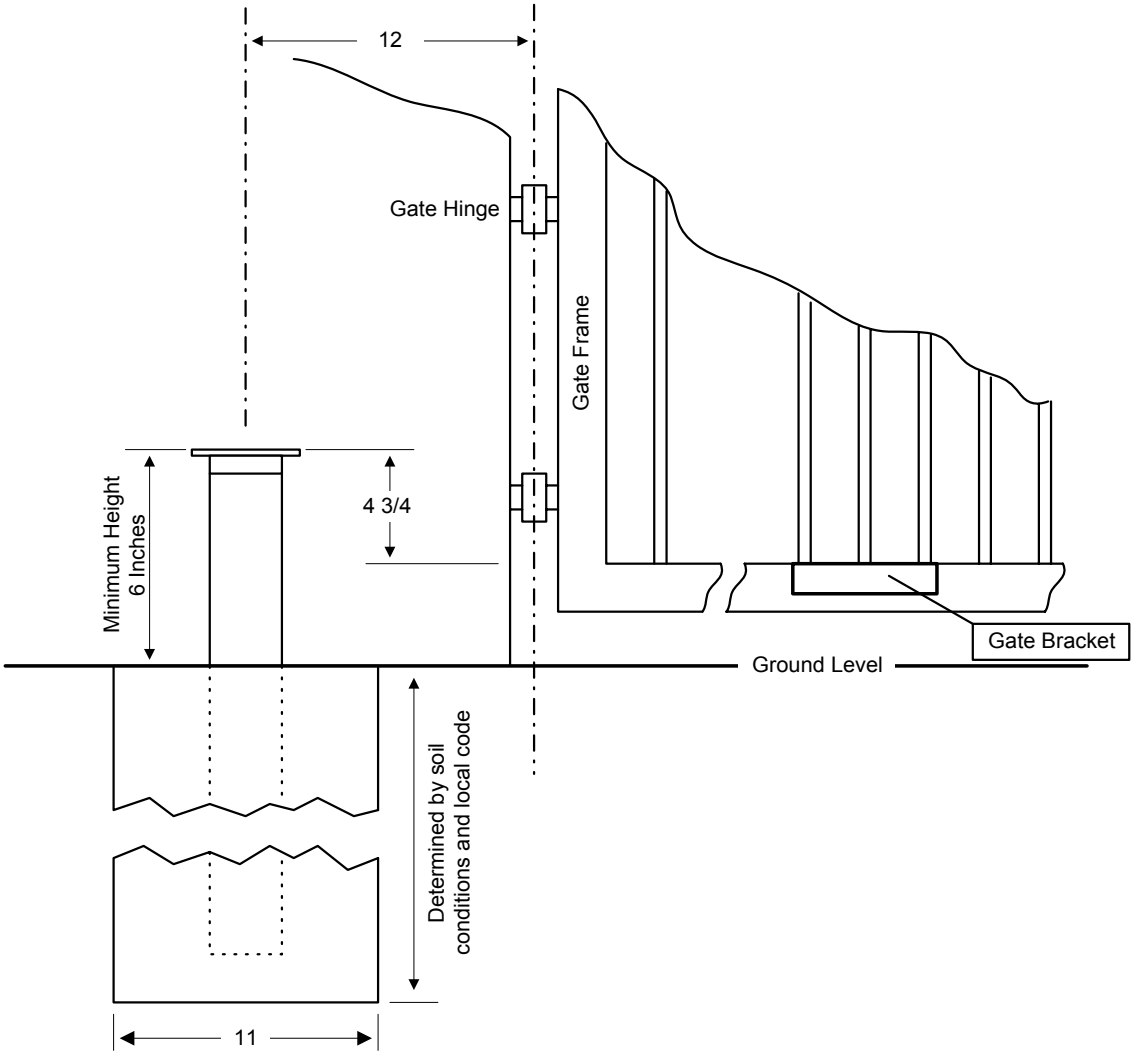
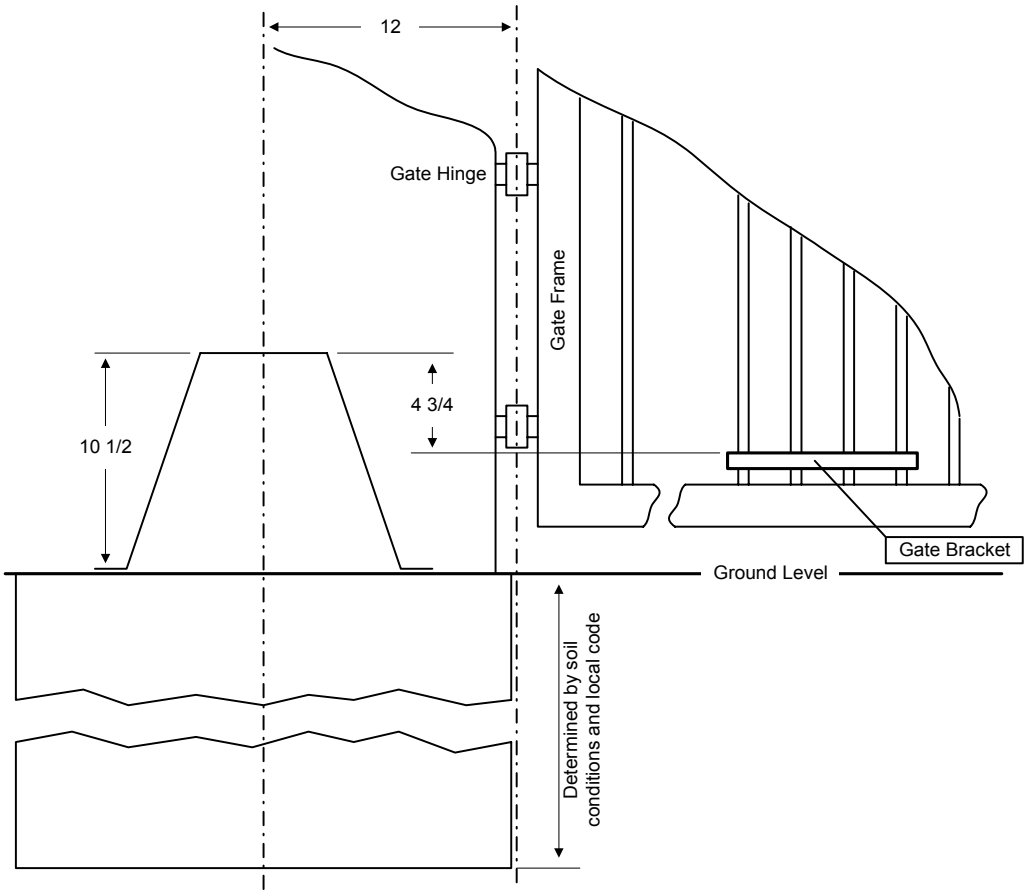
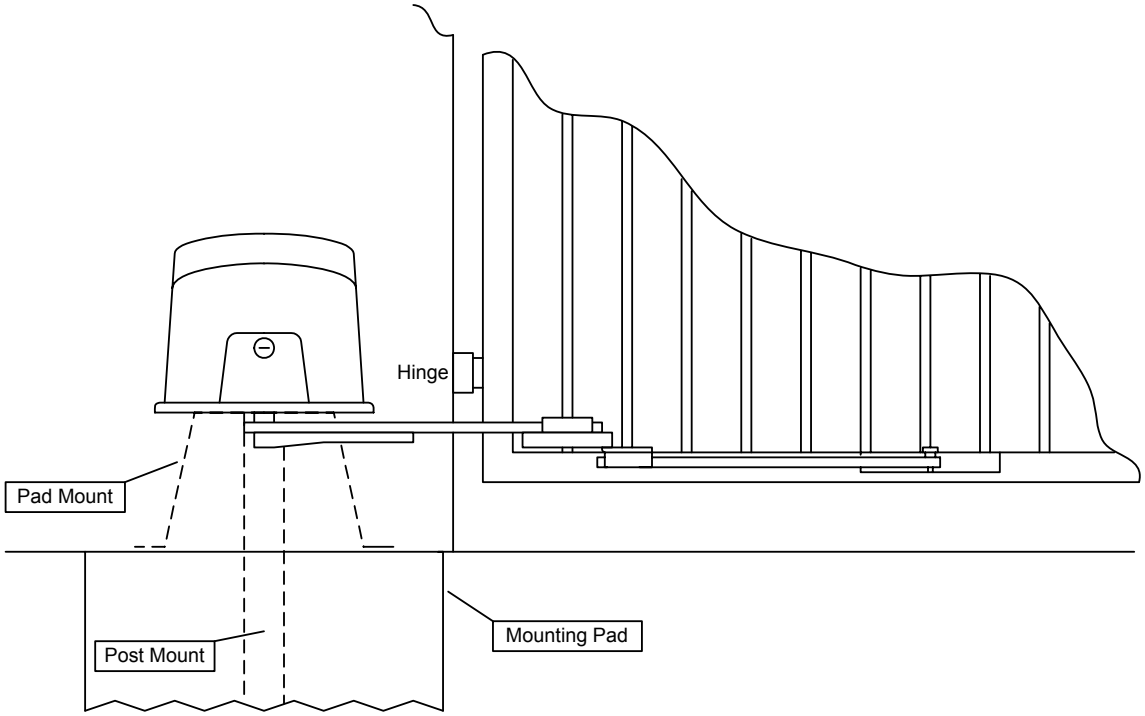

Figure 4
Figure 7
Figure 12
5. Determine the height of the assembly required for your installation. Refer to Figure 4.
- The concrete pad is sized so that there is a minimum of four (4) inches of concrete from the outside edge of the mounting pipes.
- The height requirement is determined by adjusting the mounting plate / pipe assembly so that the top of the mounting plate is 4 3/4 inches above the top of the gate rail (Figure 4). This will allow you to mount the gate bracket onto the bottom rail of the gate and will keep the crank and connecting arms level (see page 8, Figure 12).
- The concrete pad is sized so that there is a minimum of four (4) inches of concrete around the perimeter of the pad.
- Attach the gate bracket to the gate so that the top of the mounting plate is 4 3/4 inches above the top of the gate bracket as shown in Figure 7. This will keep the crank and connecting arms level (see page 8, Figure 12).
- The position of the gate bracket on the gate is directly related to the height of the concrete pad above ground level. If allowed by local codes, the top of the concrete pad can be flush with ground level as shown in Figure 7, which will allow the gate bracket to be lower on the gate.